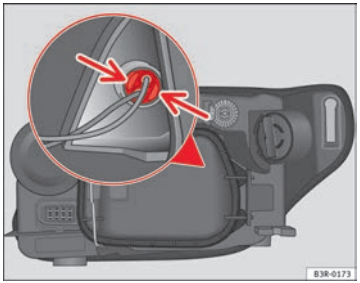

Abb. 199 Standlicht (Fahrzeugaußenseite)
– Leichten Druck auf die Laschen des Lampenträgers ⇒Abb. 199 ausüben und zum Deckel hin ziehen (kann auch durch Ziehen an den Kabeln des Lampenträgers entnommen werden).